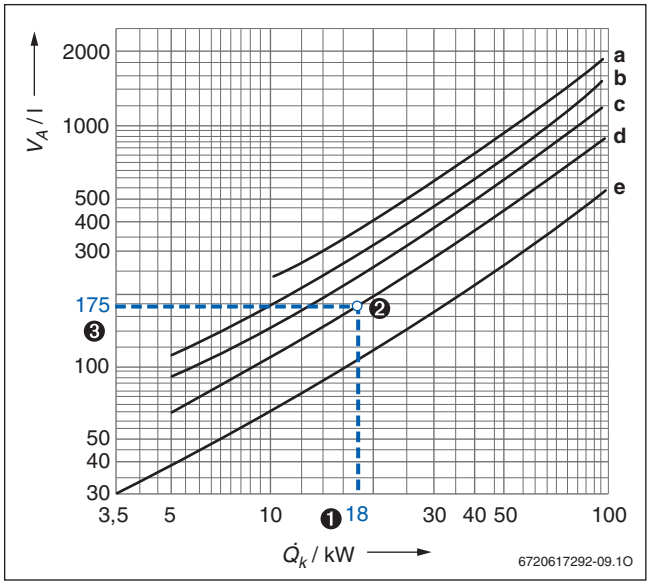

Fig. 18 Valeur de référence du volume d'eau moyen des installations de chauffage
Le volume de l'installation est indiqué dans le diagramme en fonction des différents paramètres de l'installation de chauffage (→ fig. 18, page 19).
Le volume relevé dans la fig. 18 selon le point 3 doit être inférieur au volume maximum autorisé. Dans le cas contraire, il faut choisir un vase d'expansion plus grand.
❸ Volume d'eau total de l'installation = 175 l (→ fig. 18, courbe **d**)
❹ Le vase d'expansion nécessaire doit avoir un volume de 12 l (→ tabl. 12), le volume de l'installation calculé selon la figure 18 étant inférieur au volume maximum autorisé de l'installation.